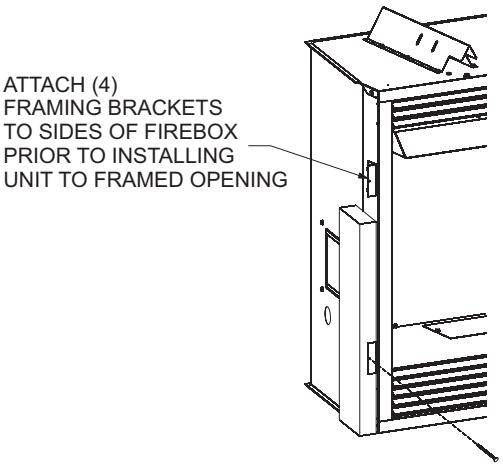

**Figure 8**
Place firebox in framing opening. Use the four (4) framing brackets provided on the firebox to attach firebox to framing. Different hole locations can be used for finishing materials with thicknesses of 3/8", 1/2" and 3/4". Attach these materials with screws provided, two (2) per framing bracket. **See Figure 8.**